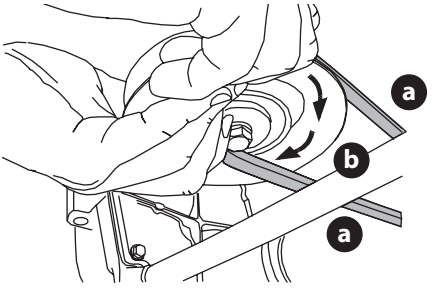

Fig. 42
d. Mientras sostiene la correa de la PTO (a) hacia abajo, siga girando la polea de la PTO (b) hasta que la correa de la PTO (a) se deslice fuera de la polea (b) (Fig. 42).
8. Tire del lado derecho de la correa de la PTO hacia atrás y coloque el lado V angosto de la correa de la PTO en la polea de la PTO (Fig. 42 en la página 68).
9. Mientras sostiene la correa y la polea de la PTO juntas, gire la polea de la PTO hacia la izquierda (Fig. 42 en la página 68). Siga sosteniendo y rotando la polea de la PTO y la correa de la PTO hasta que la correa de la PTO se enrolle totalmente en la polea de la PTO.